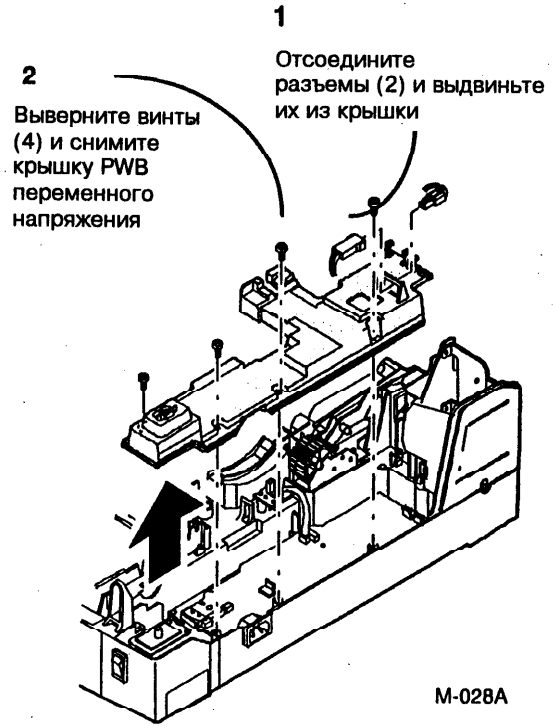

Рис. 1. Снятие крышки печатной платы переменного напряжения
2. (Рис. 1): Снимите крышку печатной платы переменного напряжения.